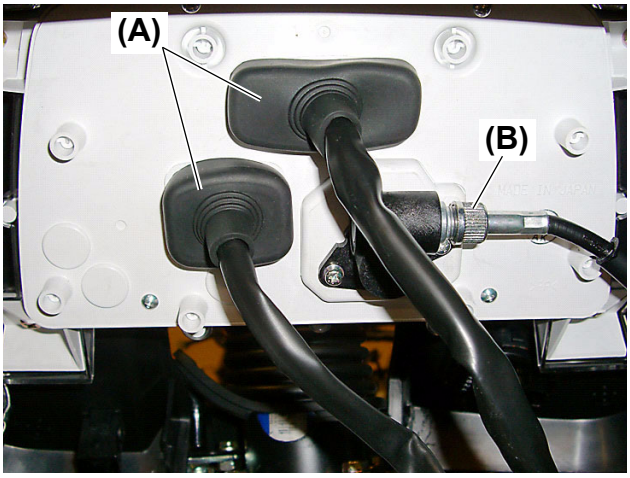

Fig. 8
6. Disconnect the instrument panel connectors **(Fig. 8, (A))** and the meter cable **(Fig. 8, (B))** from the rear side of the instrument panel.